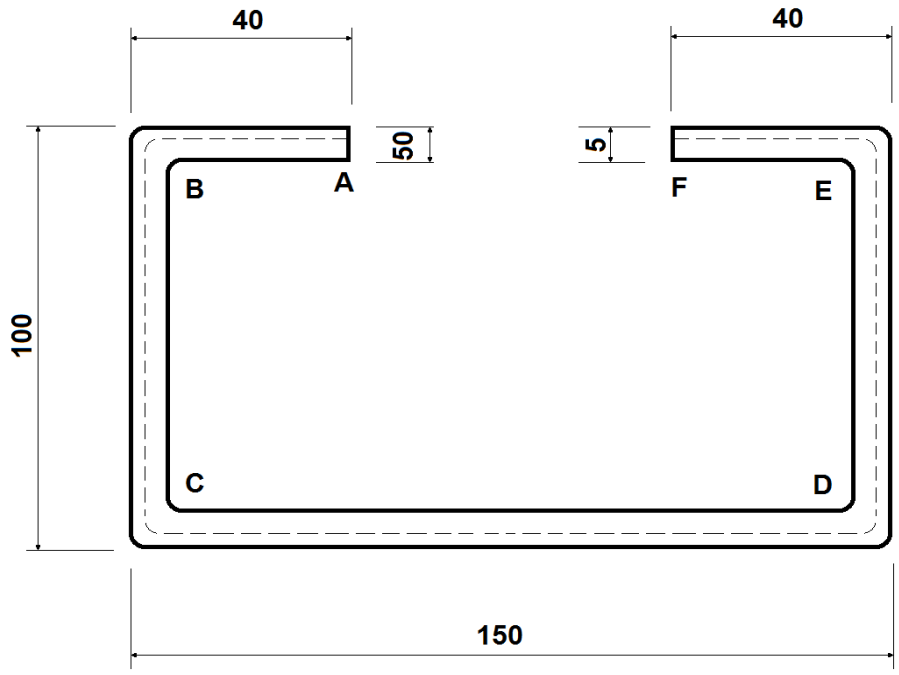

FIGUUR 7 (6)
4.1 FIGUUR 7 toon 'n steunsel ('bracket') wat van 50 mm × 50 mm × 5 mm hoekyster gemaak is.